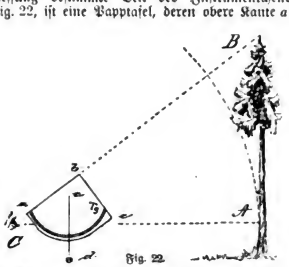

Fig. 22.
4. **Preßler's Meßknecht** (ſ. d.). In jeder Buchhandlung für 2,50 Mk. Der für die Höhenmeſſung beſtimmte Teil des Inſtrumentchens, Fig. 22, iſt eine Pappтafel, deren obere Kante *ab*